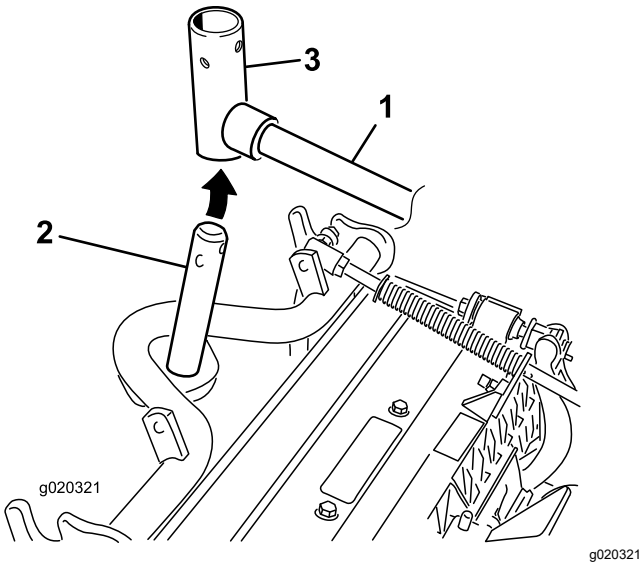

Figuur 10
9. Als u een voorste maai-eenheid monteert, moet u de maai-eenheid onder de hefarm schuiven, terwijl u de as van het draagframe in het juk van het draaipunt van de hefarm steekt (Figuur 10).
B. Plaats het juk van de hefarm op de as van het draagframe (Figuur 10).